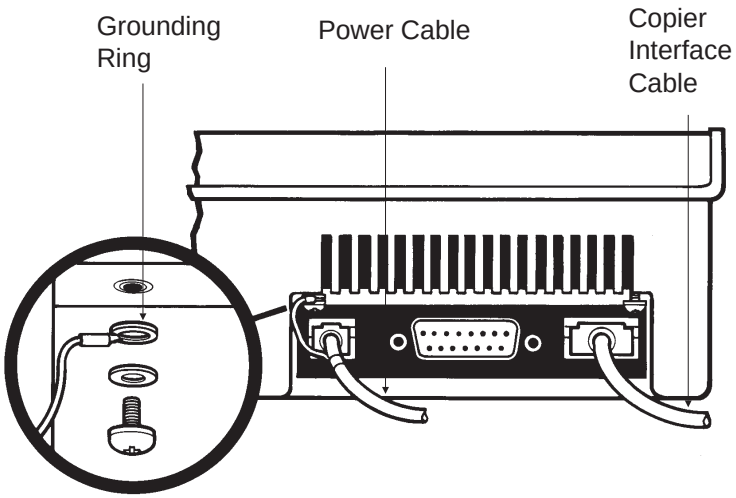

Figure 3-2: *Rear View of Accumulator with Grounding Ring and Power and Copier Interface Cables Attached*
- Refer to Figure 3-2 if you are not using a cable clamp.